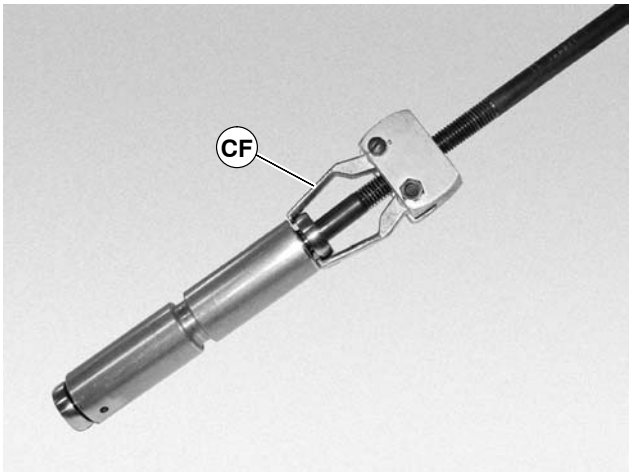

Figure 48 – Conveyor Pulley
1. Use a bearing removal tool, (CF of Figure 48, 49), part number 807−1078, or equivalent and remove both bearings from the conveyor pulley and the drive pulley.